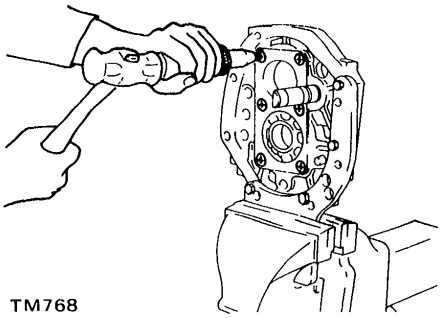

Fig. MT-64 Removing screws
1. Remove six(6) bearing retainer attaching screws with an impact driver and remove bearing retainer from adapter plate. See Figure MT-64.